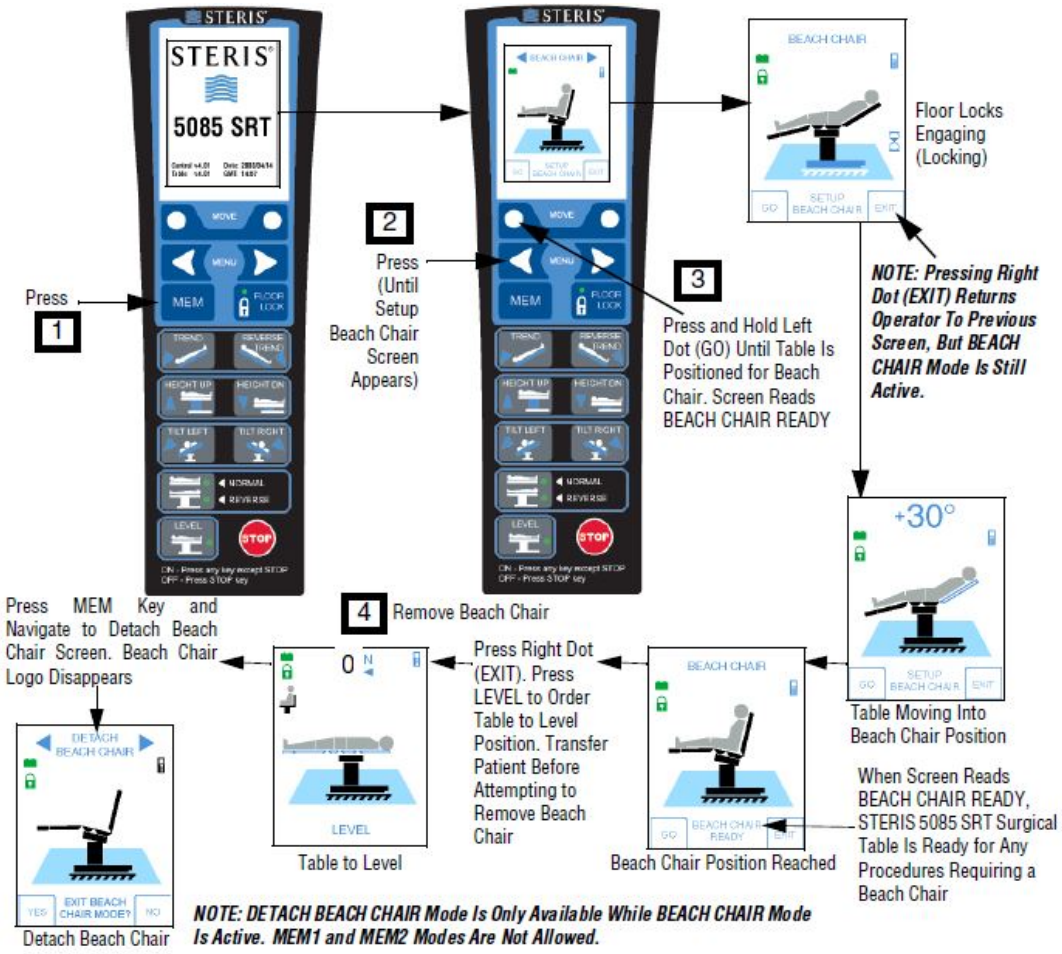

Figure 5-6. Table Beach Chair Function, Automatic Mode
7. **Position Surgical Table into Beach Chair Mode as shown in *Figure 5-6*.**